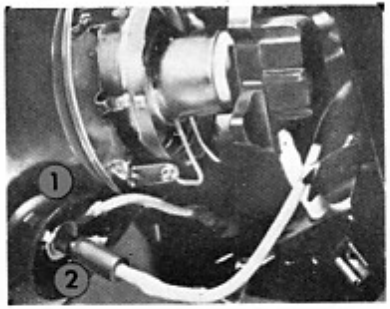

Fig. 56 - Luci di posizione anteriori
- *Luci di posizione anteriori* — Fig. 56